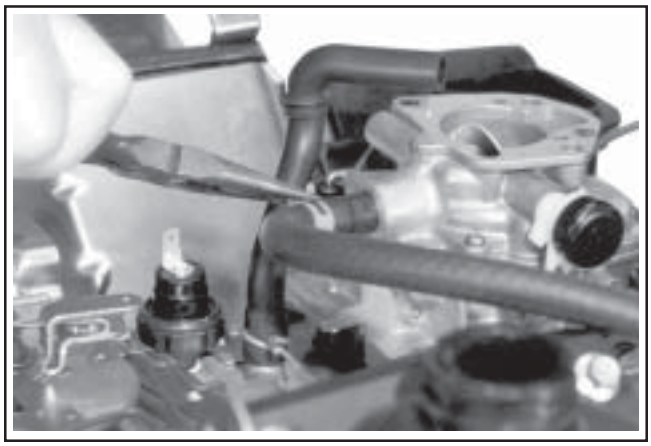

Figure 9-15. Disconnecting Fuel Inlet Line at Carburetor.
1. Disconnect the fuel lines at the carburetor and at the in-line fuel filter. See Figure 9-15.